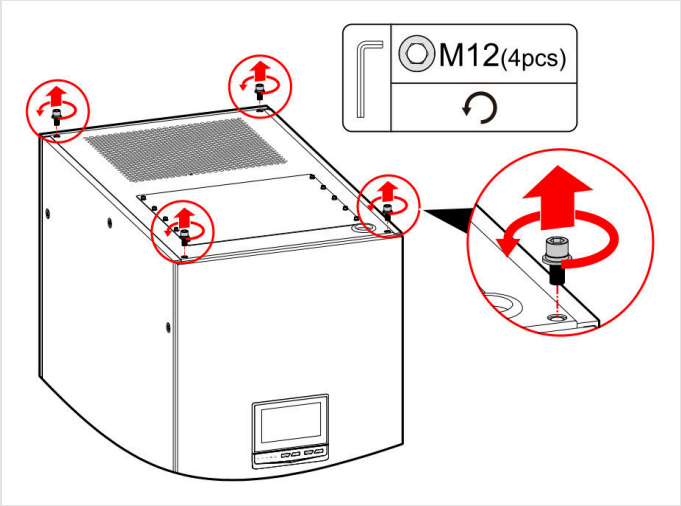

FIGURE 4-8 Remove the four top screws
1. Remove the four screws at the top corners of the cabinet (Figure 4-8).